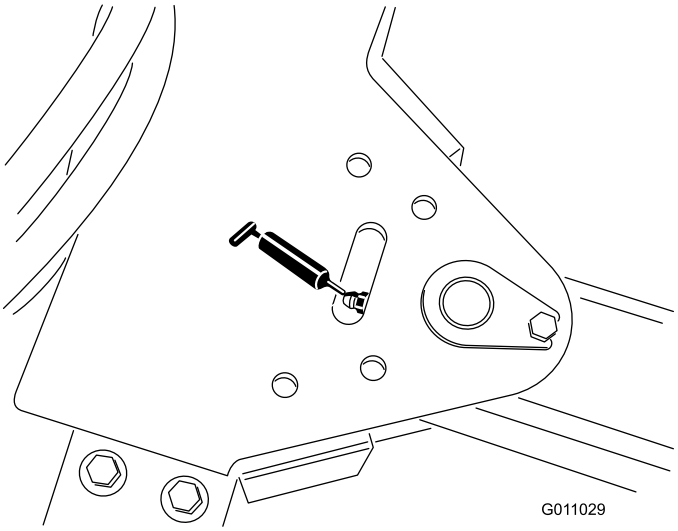

**Figur 36**
- Koblingsarmaksel (1) (Figur 36).